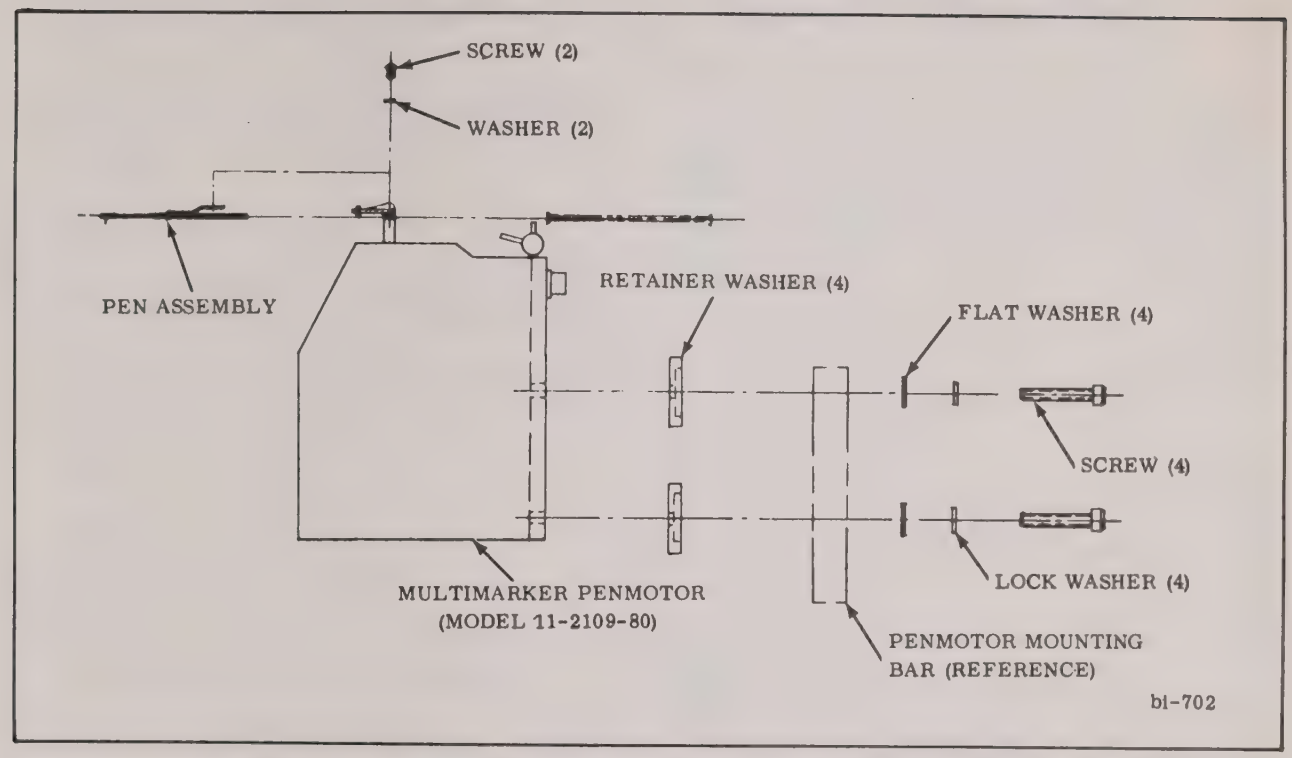

FIGURE 6-19 8–CHANNEL MULTIMARKER PENMOTOR REPLACEMENT
6. Support penmotor and remove four screws, lockwashers and flat washers and retainer washers (Fig. 6-19).